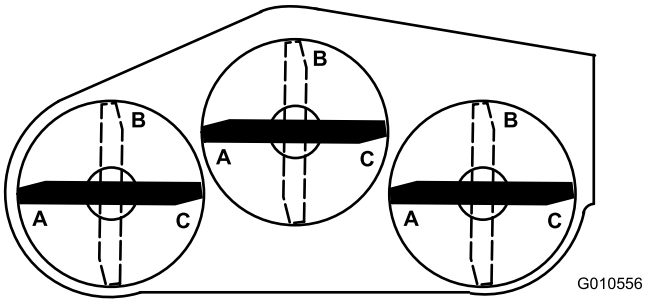
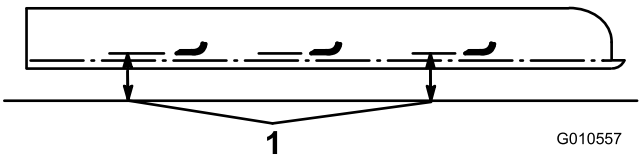

Figure 27
Figure 28
6. Placez les 3 lames à la position A (Figure 27), mesurez la distance entre la surface plane et le bas de la pointe de chaque lame (Figure 28), et notez cette valeur.
7. Tournez les lames à la position B (Figure 27), mesurez la distance entre toutes les lames et la surface plane et notez cette valeur (Figure 28).
8. Tournez les lames à la position C, mesurez puis notez la distance mesurée (Figure 27 et Figure 28).